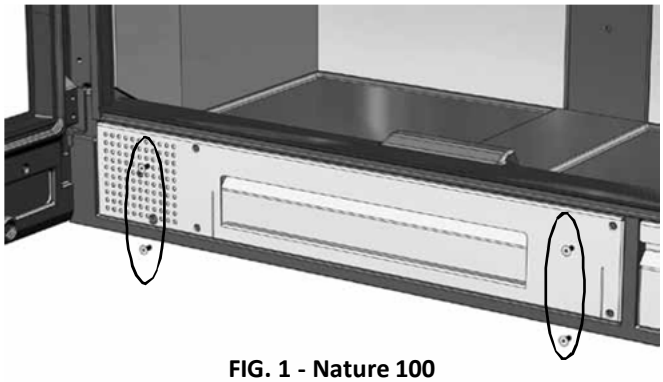

FIG. 1 - Nature 100
1. Retirez les quatre vis qui fixent la partie frontale de la tablette support du ventilateur (Fig.1). **Sur les modèles Nature 70 / 80 il n'y en a que deux.**